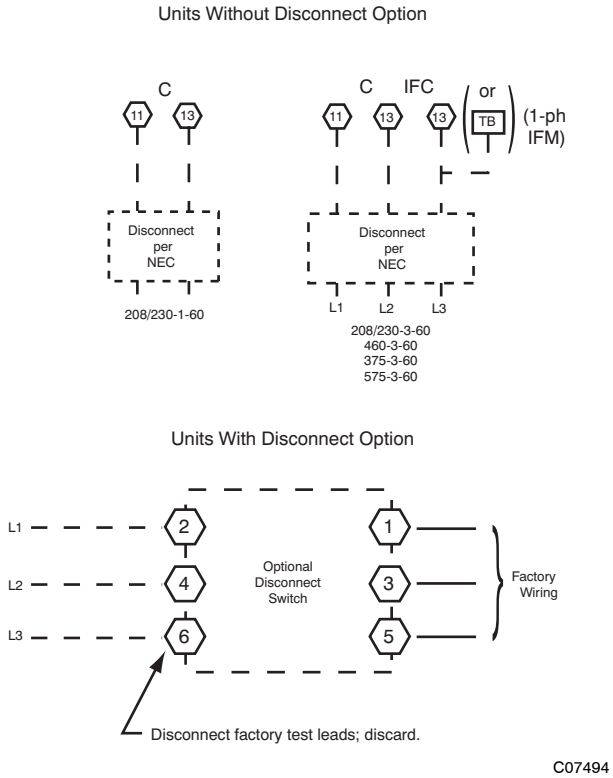

Fig. 16 - Power Wiring Connections
2. Install power lines to terminal connections as shown in Fig. 16.